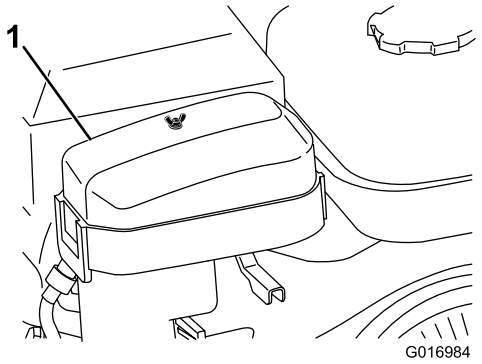

Figura 28
2. Retire a porca que fixa a parte superior do filtro de ar e retire a cobertura (Figura 28).